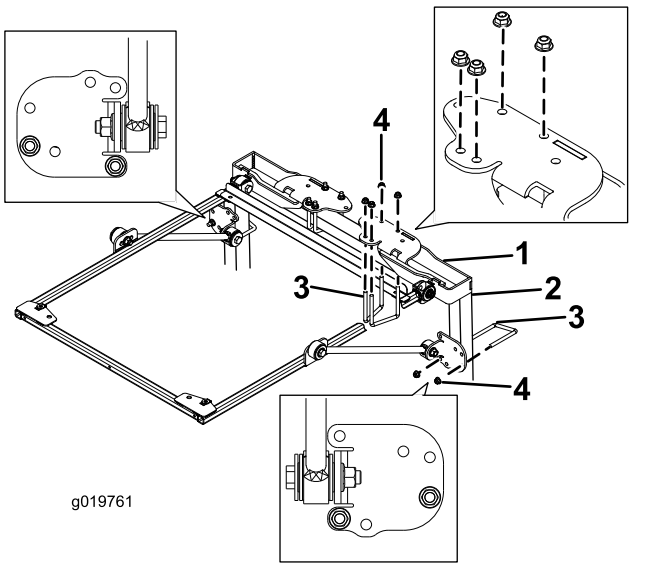

Рисунок 3
4. Установите монтажные кронштейны ROPS на верхнюю часть защитной дуги тягового блока (Рисунок 3).
5. Используя монтажные отверстия, показанные на Рисунок 3, прикрепите каждый монтажный кронштейн ROPS к верхней части защитной дуги с помощью 2 U-образных болтов (4 дюйма) и 4 фланцевых гаек.
6. Используя монтажные отверстия, показанные на Рисунок 3, прикрепите, не затягивая, каждый кронштейн подпорки к стойкам защитной дуги с помощью U-образного болта (4 дюйма) и 2 фланцевых гаек.